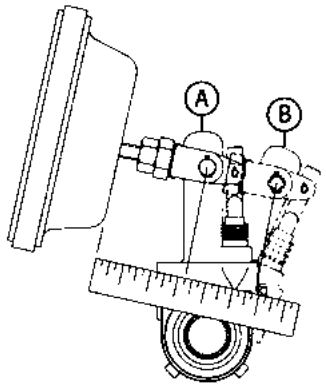

Figure 3 - Measuring Maximum Stroke
3. Using a ruler, measure the distance from the face of the air chamber to the center of the large pin in the clevis (A) (see fig. 3). Make an 85 psi brake application and allow the chamber push rod to travel its maximum stroke. Measure to the center of the large pin (B). The difference between (A) and (B) is the push rod stroke. Check the following chart for proper maximum stroke after adjustment of the brakes.
1. **The Gunite slack adjuster should not require manual readjustment.** If the maximum chamber stroke is within the range for the size chamber used (see fig. 3), the slack adjuster should not be manually readjusted. If the chamber stroke exceeds the limit, measure the free stroke. If the free stroke is good, but the applied stroke is too long, there is a problem with the foundation brake. Check the foundation brake for missing or worn components, cracked brake drums, or improper lining to drum contact.